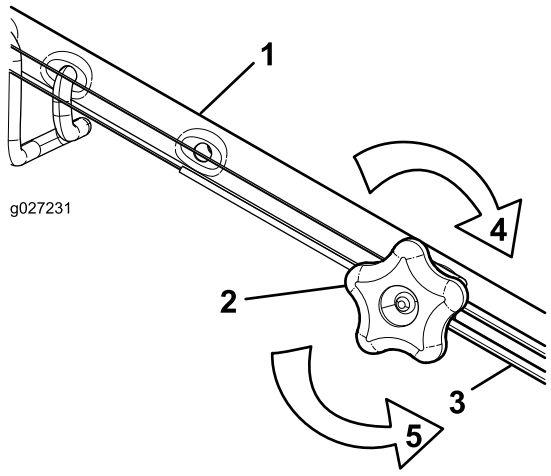

Bild 27
1. Drehen Sie das Handrad nach links, um die Zugeinstellung zu lösen (Bild 27).
2. Stellen Sie die Spannung des Zugs (Bild 27) ein, indem Sie ihn zurückziehen oder nach vorne drücken und dann in dieser Stellung arretieren.